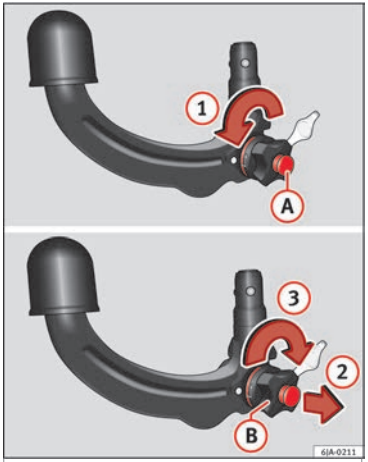

Fig. 100 Placing in service position. »
– Turn key (A) fully in the direction of arrow (1) ››› **Fig. 100**.
– Pull manual regulator (B) outward in the direction of arrow (2) and turn it fully in the direction of arrow (3).